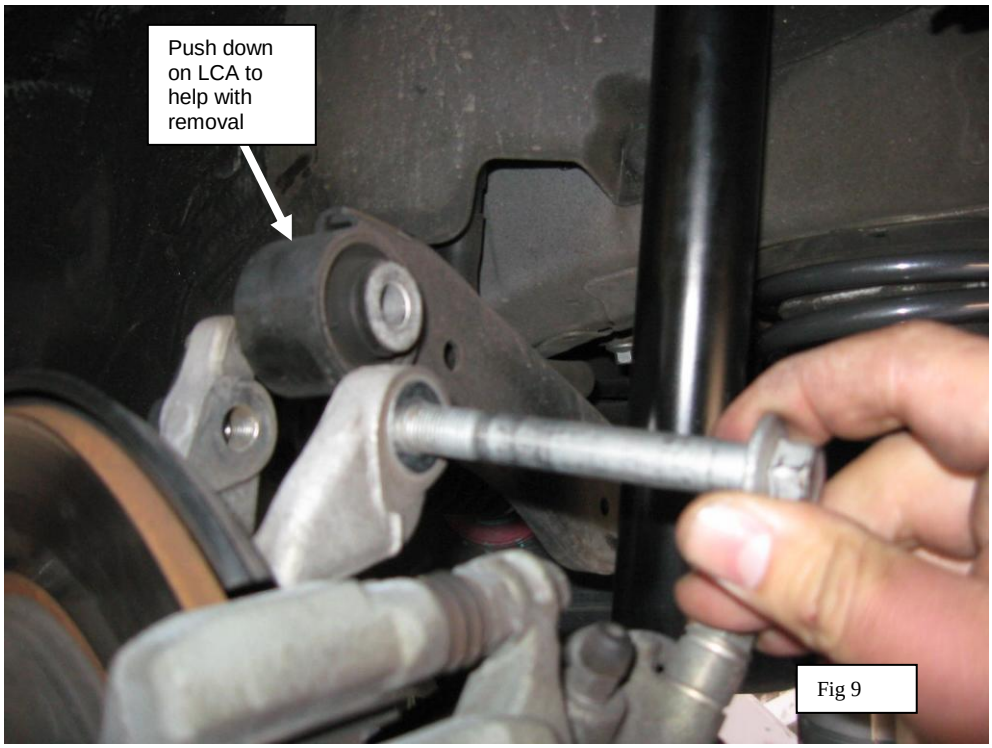

Fig 9
16. Figure 9 shows the removal of the upper control arm bolt. Push down on the lower control arm to remove the spring and the lower spring isolator. Keep the upper OE spring isolator/mount in place.